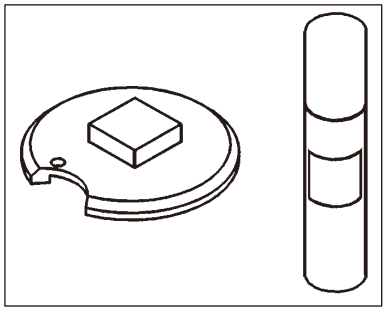

Fig. 19
- Prepare a amostra no disco da amostra com adesivo de cianoacrilato (→ Fig. 19).